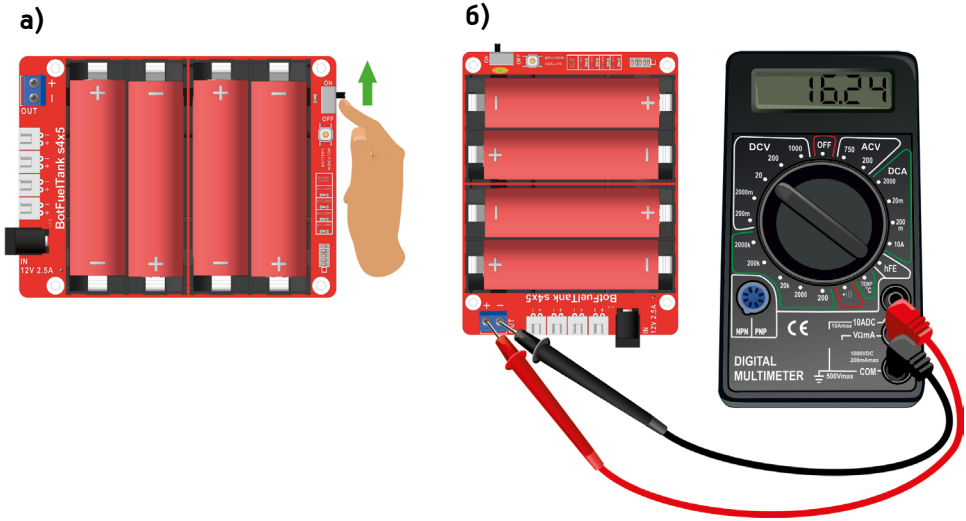

Рис. 3.4
3. При извлечении штекера внешнего питания и переводе выключателя модуля в положение ON включится зеленый индикатор подачи питания во внешнюю цепь, а на выходных разъемах и клеммниках появится напряжение от 12,4 до 16,4 В в зависимости от заряда аккумуляторов (Рис. 3.4)